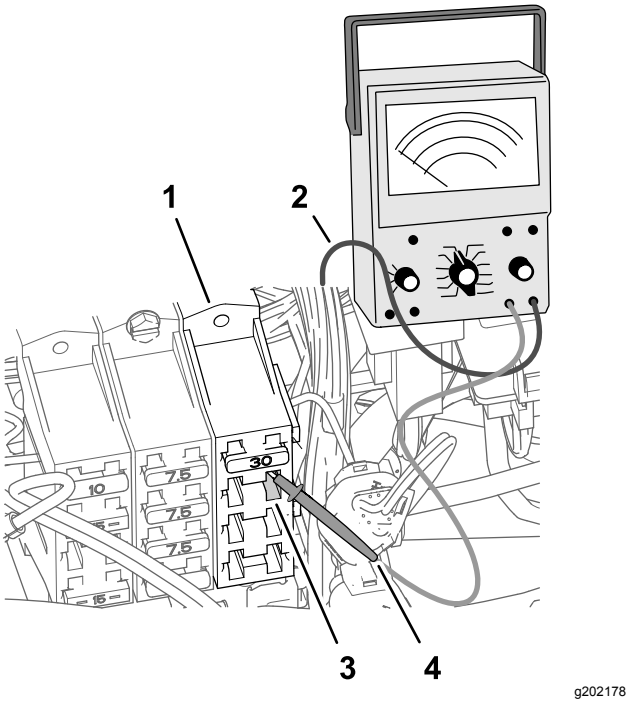

Figur 188
2. Ved maskinens sikringsblokk 3, sett multimetersensoren i kontakt 4 (høyre kolonne) for sikringssokkel 2, som vist i Figur 188.